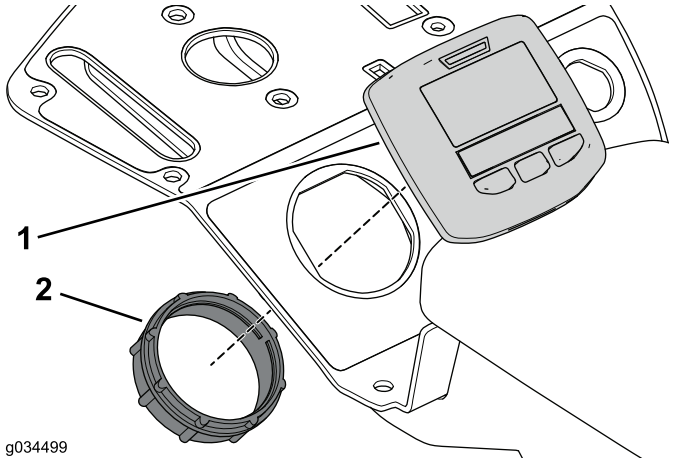

Рисунок 10
1. Снимите стопорное кольцо, чтобы снять дисплей с узла консоли (Рисунок 10).